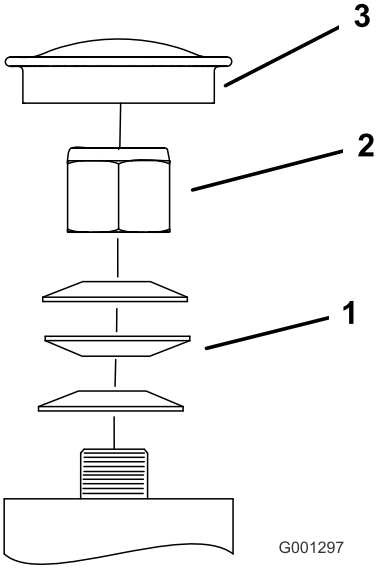

Figur 67
3. Fjern støvhætten fra styrehjulet, og spænd låsemøtrikken (Figur 67).
4. Spænd låsemøtrikken, indtil fjederskiverne er flade, og skru derefter 1/4 omgang ud for at indstille forspændingen på lejerne korrekt (Figur 67).
Vigtigt: Sørg for, at fjederskiverne monteres korrekt som vist i Figur 67.
5. Monter støvdækslet (Figur 67).